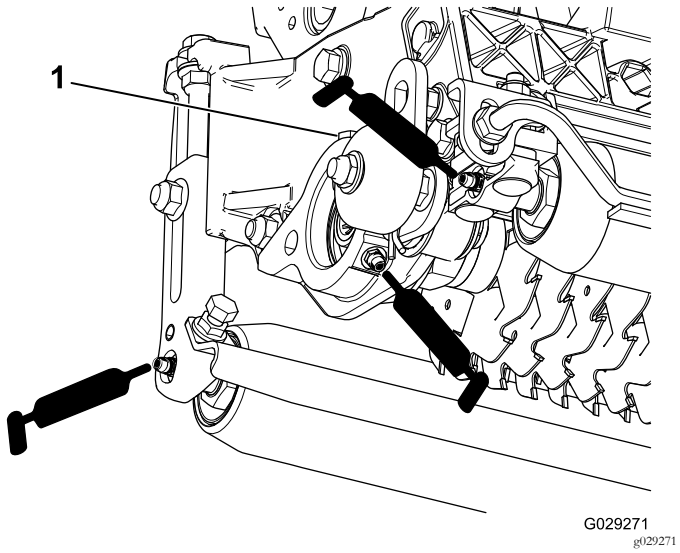

Figuur 16
Elke verticuteerset heeft 5 smeernippels (Figuur 16) die wekelijks moeten worden gesmeerd met nr. 2 lithiumvet.
2. Breng smeervet aan totdat u schoon vet uit de afdichtingen van de rol en de ontlastklep van het lager ziet komen (Figuur 16).